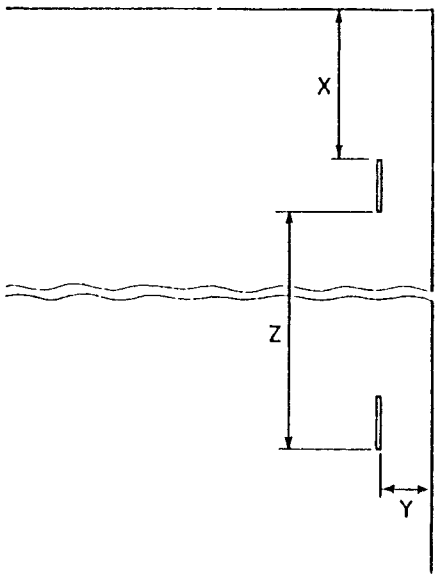

Рис. 9. Определите регулировку.
1. Определите, по какому направлению надо проводить регулировку (Рис. 9).